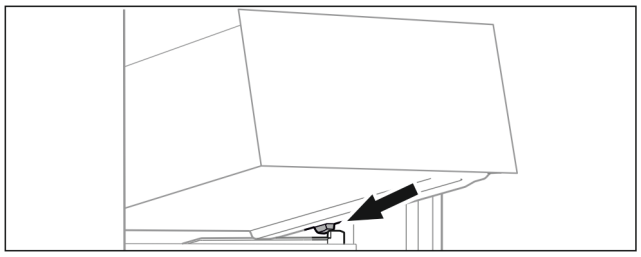

*Fig. 135*
▶ Lade schuin achter de stoppers op containerrib plaatsen. (zie Fig. 135)